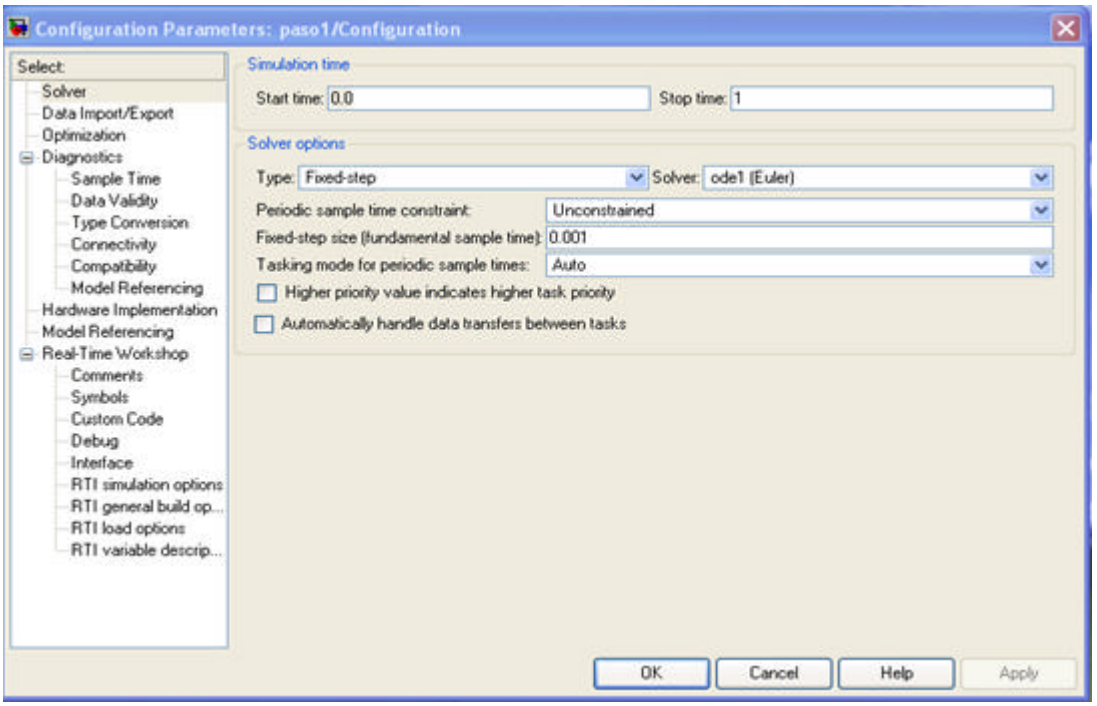

Figura 1.2 Ajuste de los parámetros de simulación
- El siguiente paso es correr la simulación. Antes de correr la simulación ajuste los parámetros. Para hacer esto vaya al menú de simulación y seleccione *simulation parameters.* Ajuste los parámetros como se muestra en la figura 1.2